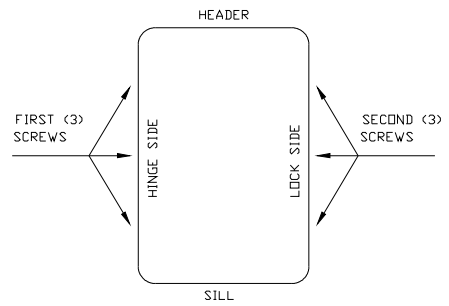

Figure 4
9. **Fasten the door with screws through the holes in the flange. Drive the first three (3) screws in the middle holes on the hinge side of the frame. Drive the next three (3) screws in the middle holes on the lock side of the frame. Then finish attaching the hinge side of the flange, followed by the lock side, and then the header. Screws should be driven in straight.** ***(See Figure 4)***